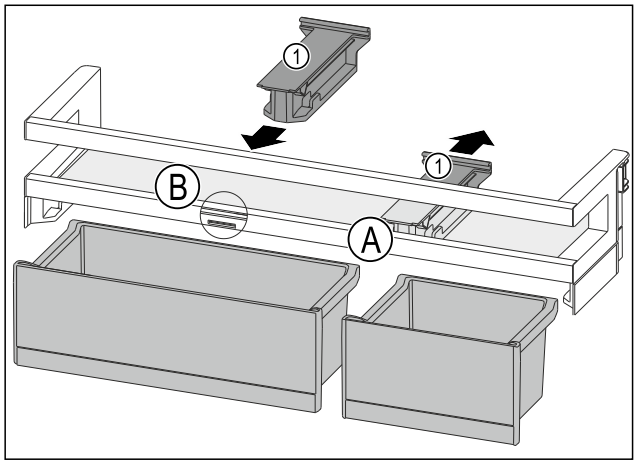

Fig. 107
▶ Pull off the retaining part *Fig. 107 (1)* in position *Fig. 107 (A)* downward.
▶ Insert the retaining part *Fig. 107 (1)* in position *Fig. 107 (B)*.